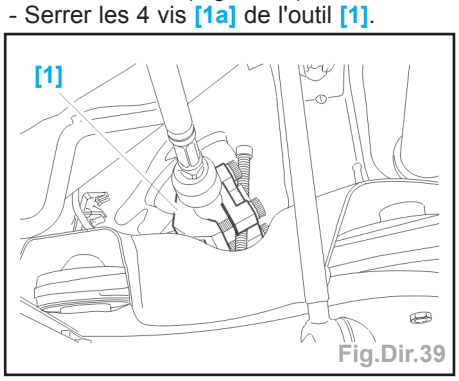

Fig.Dir.39
- Les rotules de l'outil [1] prennent appui sur le berceau (Fig.Dir.39).